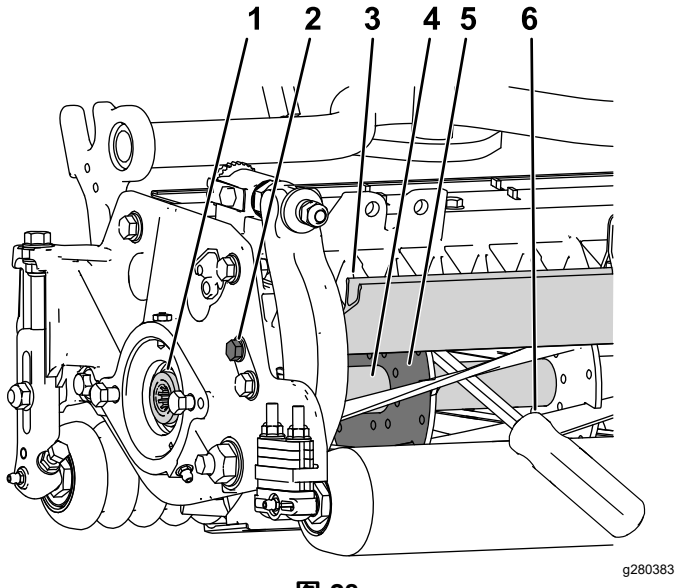

图 28
1. 松开滚刀组左侧的屏蔽螺栓抬起后护罩图 28。
2. 将一根长柄撬棍建议尺寸为 0.95cm x 30.48cm带螺丝刀柄插入滚刀组背面最靠近需要扭转的滚刀组一侧图 28。
3. 将撬棍靠着滚刀支撑板的焊接侧图 28。